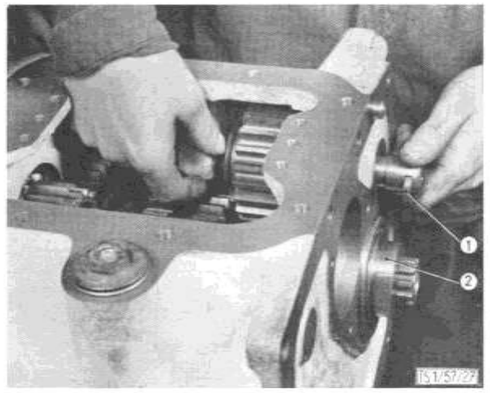

Bild 110: **Montieren des Rücklaufrades**
5. Bohrung des Rücklaufrades einfetten, das Rad (109/2) zwischen seine beiden Lageraugen halten und die Rücklaufachse halb einschieben (Bild 110). Weiter die Sicherungsscheibe (110/2) in die Achse einbauen und diese bis zum Anschlag in ihre Lager treiben.